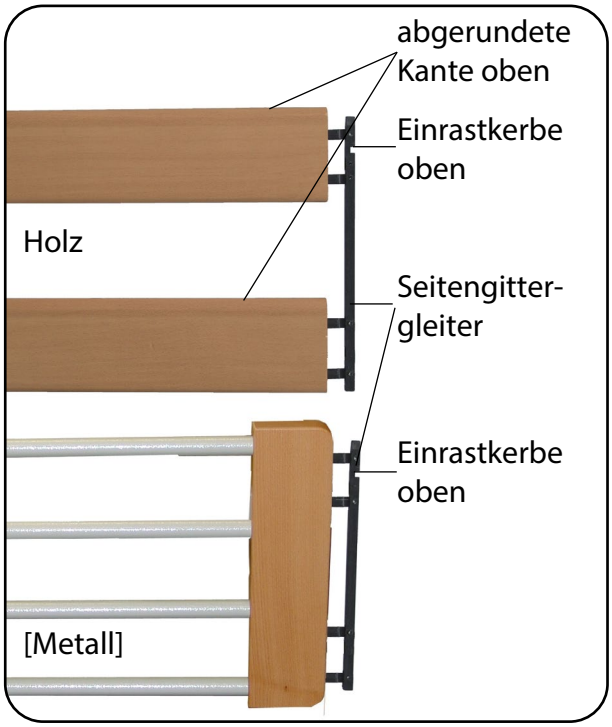

Abb. 6.4.01 – Seitengitter
2. Zum Montieren der Holz-Seitengitter, legen Sie jeweils zwei Seitengitterholme flach und parallel auf den Boden (entfällt bei Metall-Seitengitter). Führen Sie die Seitengittergleiter an beiden Enden der Holme in die Bohrungen ein (Abb. 6.4.01).
Das Holz-Seitengitter besteht aus zwei einzelnen Holz-Seitengitterholmen, die einen Querschnitt von 28 x 110 mm haben. Die abgerundeten Kanten liegen oben. Mit den speziell passenden Seitengittergleitern aus Kunststoff, werden die geforderten Abstände eingehalten (Abb. 6.4.01).